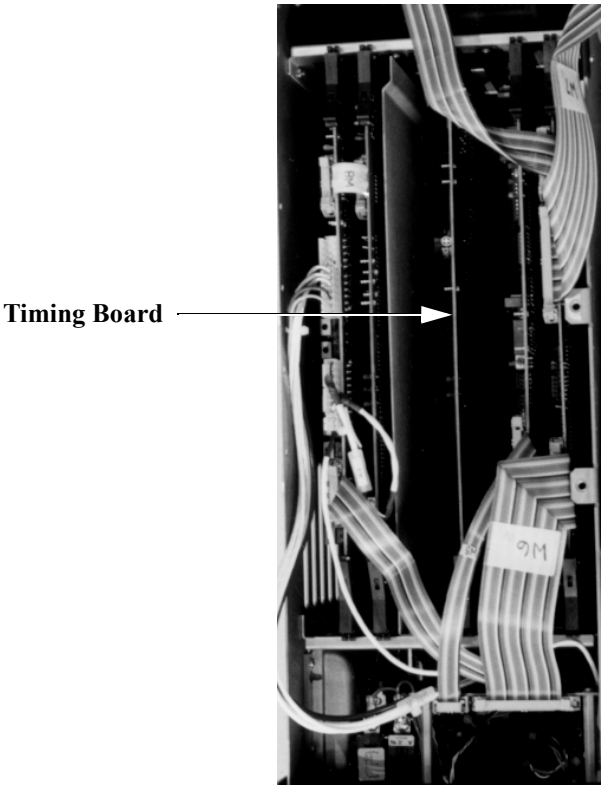

Figure 4.35 Timing Board
Note the location of the Timing Board in Figure 4.24 on page 4-49 and in Figure 4.35 below. Take the following steps to replace it:
1. If it has not already been done, remove the card cage cover. See ”Removing the Card Cage Cover” on page 4-48. The Timing Board will be visible as in Figure 4.35.